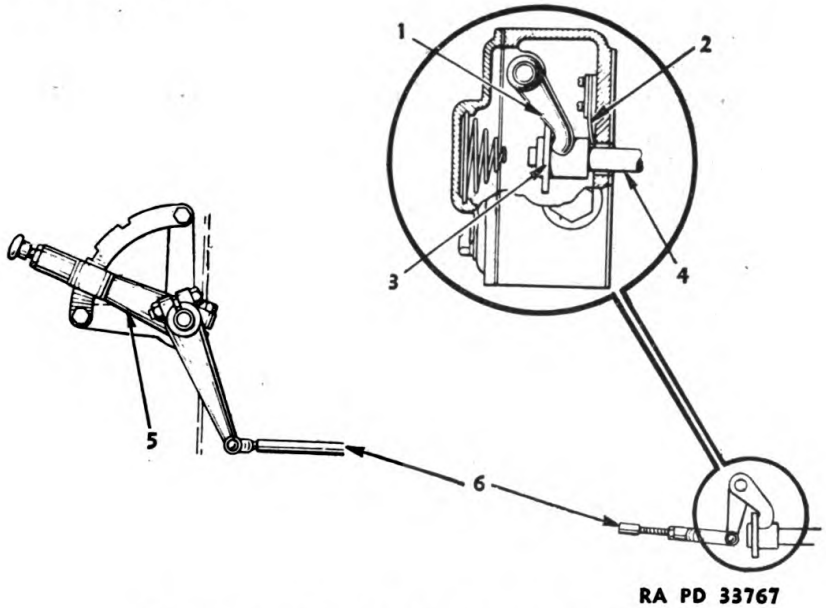

FIGURE 69.—Fuel injection pump control lever.
56. Fuel injection pump control lever.—*a.* The length of rod (6) (fig. 69) should be adjusted until lever (5) is moved to the "stop" position; the fuel injection pumps will be shut off and the engine can be stopped.
b. With lever (5) in the "run" position and the engine stopped, slide bar stop nut (3) should be free to compress the flat leaf torque spring (2) without the lever (1) interfering.